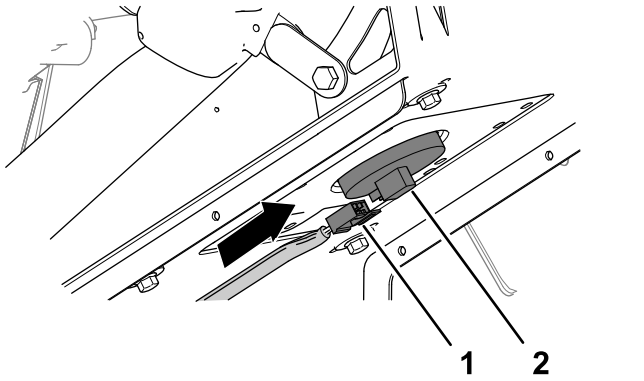

Rysunek 225
6. Podłącz złącze 2-stykowe gniazdowe wiązki przewodów maszyny do złącza czujnika fotela tak, aby złącza dobrze się zatrzasnęły (Rysunek 225).